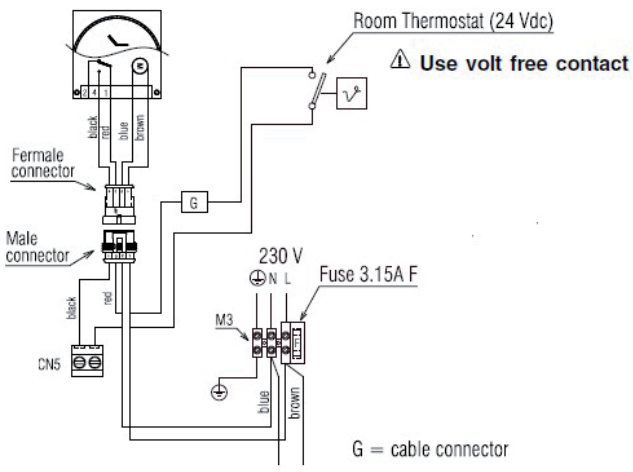

Fig. 40
• low voltage (24Vdc) room thermostat (CN5 fig. 40)